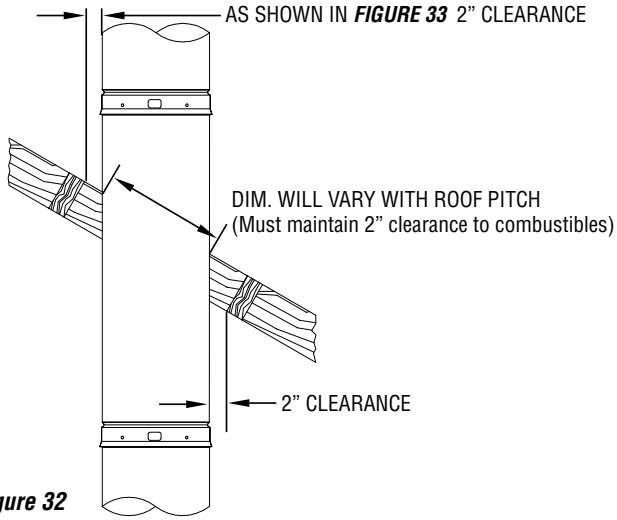

Figure 32
2. Install the next SP chimney section through the roof. See ***Figure 32***.